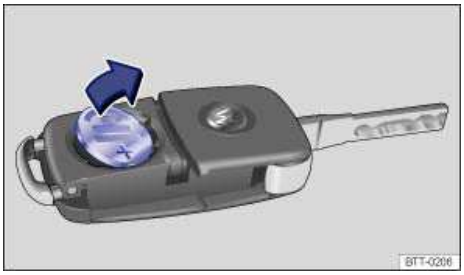

Fig. 20 Remote control vehicle key: Remove old battery.
- Use a thin object to pry the battery out of the battery compartment ⇒ fig. 20.
- Position the new battery in as shown ⇒ fig. 20 and press it into the battery compartment (opposite to direction of the arrow) ⇒ ⓘ.